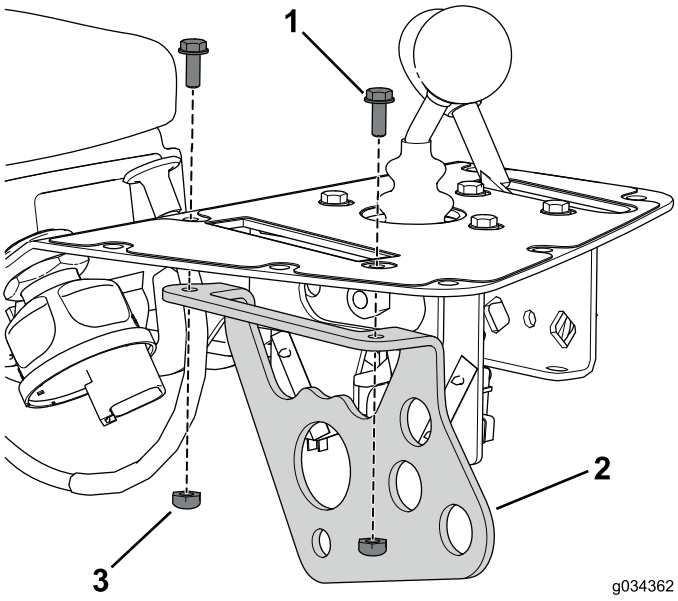

Figura 9
8. Rimuovete ed eliminate i 2 bulloni e dadi che fissano la staffa di comando del funzionamento al gruppo consolle (Figura 9).